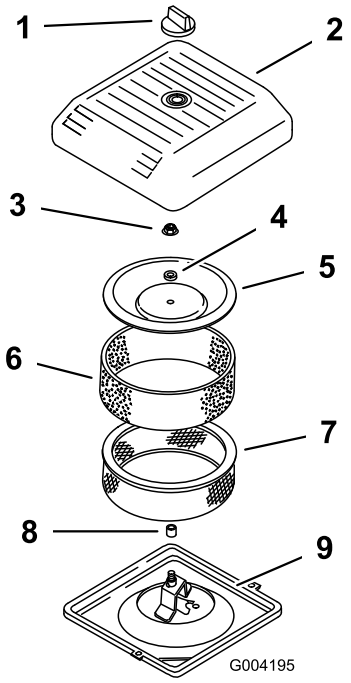

Figur 17
2. Skru løs knotten og ta luftrenserdekselet (Figur 17).
3. Skyv skumforfilteret forsiktig av papirelementet (Figur 17).
4. Skru opp dekselmutterne og fjern dekselet, avstandsstykket og papirelementet (Figur 17).
2. Plassert luftrenseren på luftrenserbasen (Figur 17).
3. Sett på dekselet, avstandsstykket og fest det med dekselmutteren (Figur 17). Stram mutteren med et moment på 10,7 Nm.
4. Sett luftrenserdekslet på igjen, og fest med knotten (Figur 17).